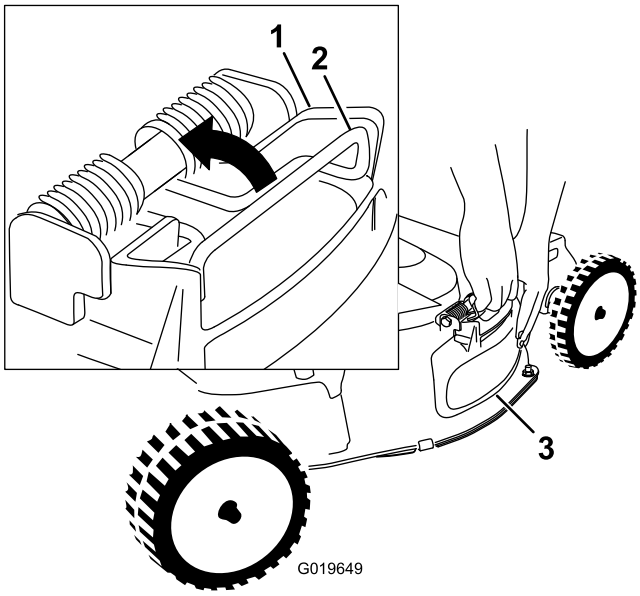

Figura 20
4. Retire el deflector de descarga lateral tirando hacia arriba del muelle que sujeta el deflector en su sitio y retirando el deflector (Figura 20).